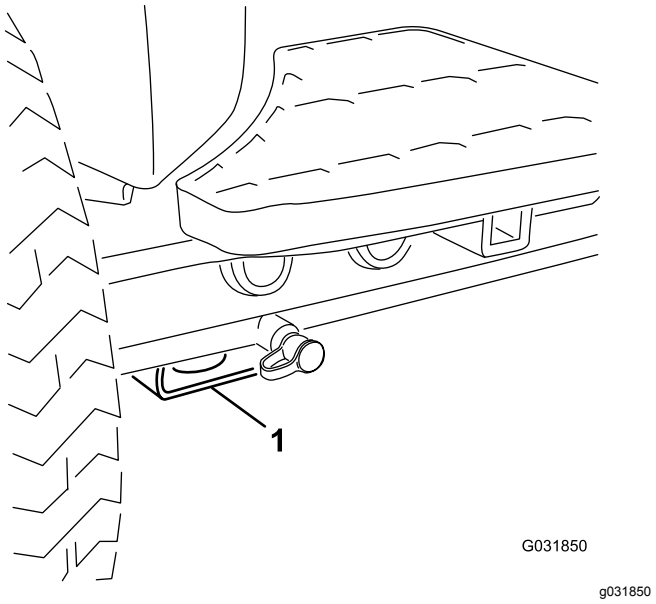

Figur 70
- Foran – rektangulær plate under akselrøret, innenfor hver av de fremre festepunktene (Figur 70).